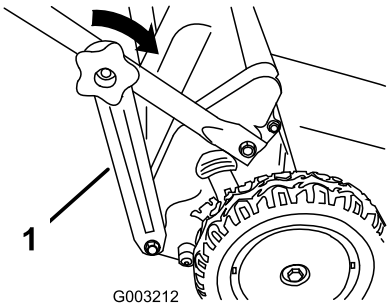

Figuur 15
3. Plaats de borgmoeren en de knoppen van de onderste handgreep en draai met de hand de knoppen van de bovenste handgreep zo vast mogelijk (Figuur 15).